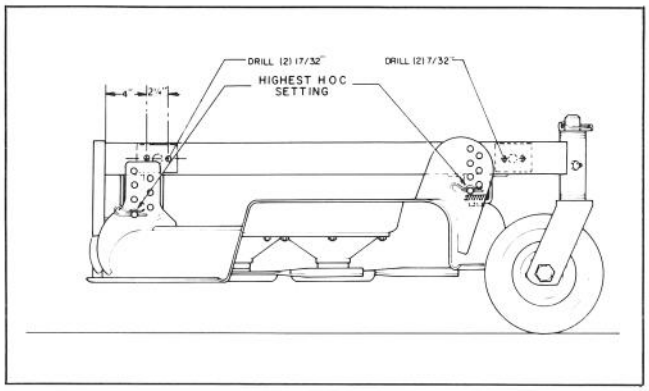

Figure 17
2. From the lift arm elbow plate on the carrier frame, measure 4" and 6 1/4" forward on the frame, center punch and drill two 17/32' holes (Fig. 17).
3. Mount bumper to the two holes and secure with (2) 1/2-13 x 1-1/2" capscrews and 1/2-13 locknuts.
Install and tighten (2) 3/8-16 x 1" capscrews and 3/8-16 flange locknuts to complete securing the bumper to the frame (Fig. 17). Torque the two 1/2-13 x 1-1/2" capscrews to 70-80 ft-lb.